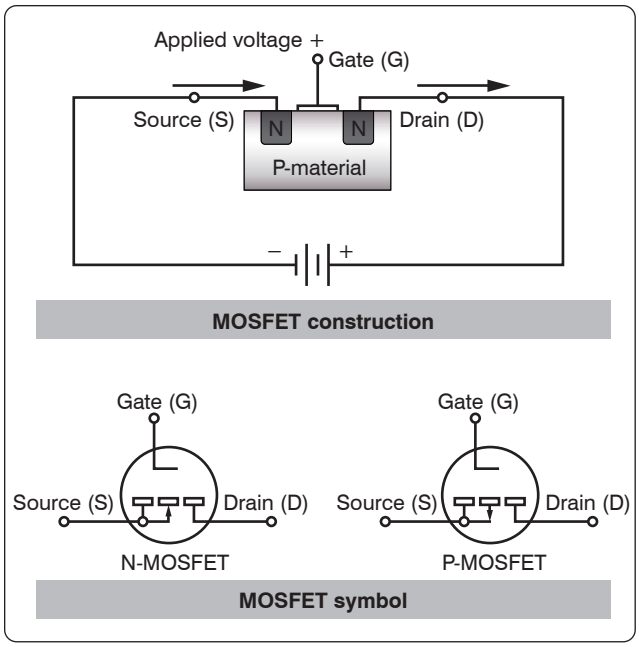

Figure 12-226. *General construction and schematic symbol of MOSFET transistor.*
Figure 12-226 illustrates the general construction and the schematic symbol of the MOSFET transistor. The biasing arrangement for the MOSFET is essentially the same as that for the JFET. The term "enhancement" comes from the idea that when there is no bias voltage applied to the gate (G), then there is no channel for current conduction between the source (S) and the drain (D). By applying a greater voltage on the gate (G), the P-channel begins to materialize and grow in size. Once this occurs, the source (S) to drain (D) current Id increases. The schematic symbol reflects this characteristic by using a broken line to indicate that the channel does not exist without a gate bias.